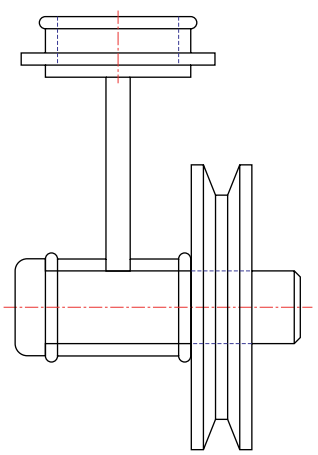

Fig. 10.19 Example – **Xrefs**
Example – External References (Fig. 10.19)
8. Now reopen the original drawing. The **external reference** within the drawing has changed in accordance with the alterations to the spindle drawing (Fig. 10.19).